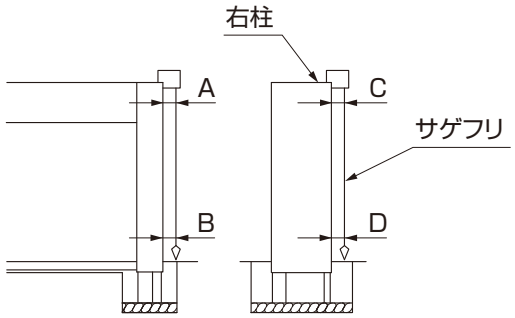

図6-4
①測定はサゲフリを使用して、図6-4の側壁上端と下端のA部とB部、C部とD部を測定してください。
②柱の間口方向の倒れは、±2.5mm、奥行きの倒れは、±2mmの範囲にしてください。